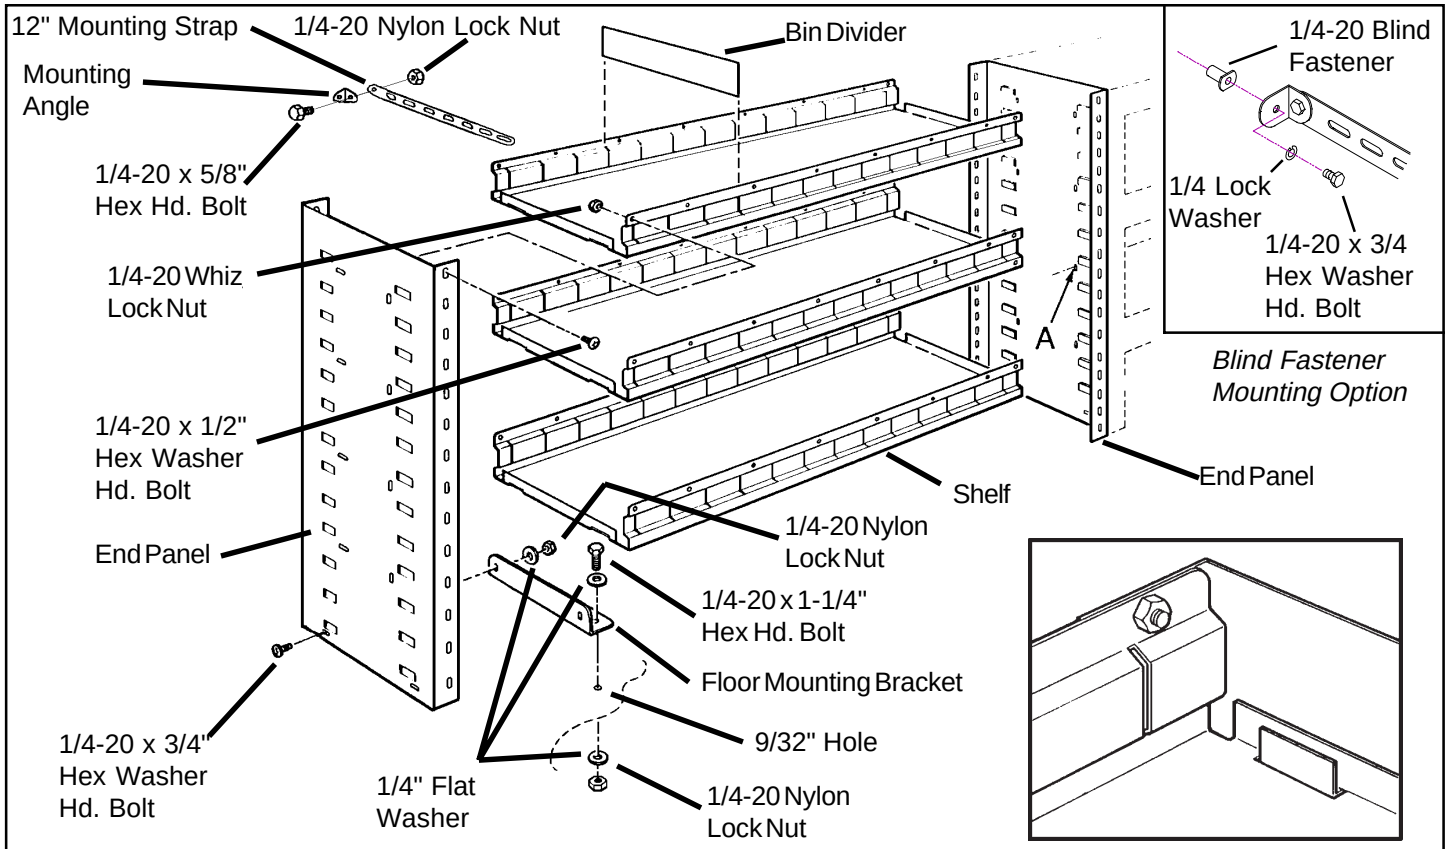

Figure 1. Typical Shelf Unit Assembly
2. Loosely attach the Floor Mounting Brackets to the bottom of each End Panel as shown in *Figure 1*.